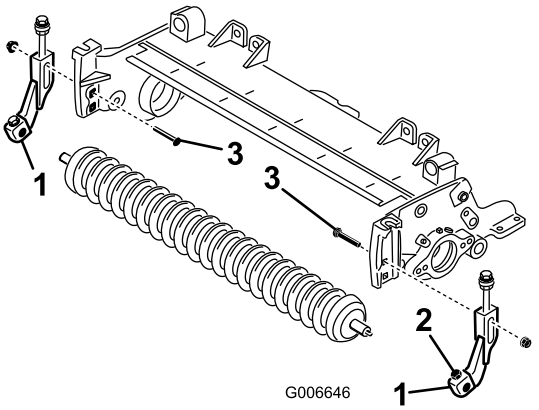

Figure 20
16. En vous servant du trou carré supérieur dans chaque plaque latérale, fixez légèrement les supports de hauteur de coupe aux plaques latérales du plateau de coupe avec les boulons de carrosserie retirés précédemment et les écrous à embase (3/8 po) neufs, en les positionnant comme montré à la Figure 20.
18. Centrez le rouleau entre les supports et fixez-le en place avec les vis et contre-écrous des supports (Figure 20).